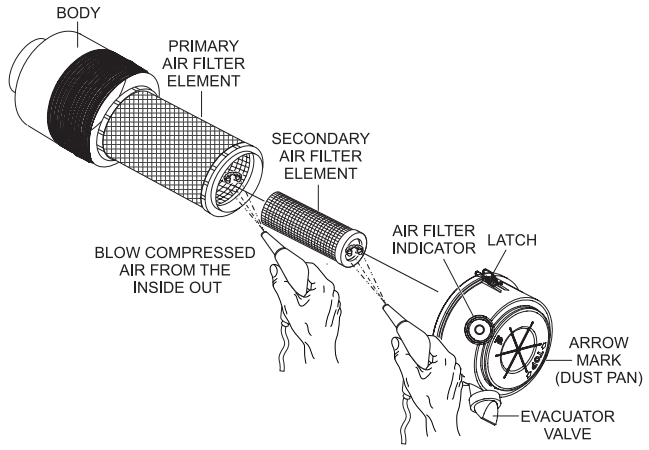

Figure 50. Engine Air Cleaner
This Isuzu diesel engine is equipped with a replaceable, high-density, paper air cleaner element (Figure 50). The air cleaner is also equipped with an inner (secondary) element that is used as a backup filter should the primary element become damaged. Check the air cleaner daily or before starting the engine. Replace the air cleaner as needed.
1. Release the latches that secure the cover to the air cleaner body (Figure 50).
2. Remove the **air cleaner cover** (Figure 50) and set it aside.
3. Remove both the primary and secondary air cleaner elements (Figure 50).
5. To clean the **primary element** (paper air filter) as shown in Figure 50, tap the filter element several times on a hard surface to remove dirt, or blow compressed air, not to exceed 30 psi (207 kPa, 2.1 kgf/cm^2), through the filter element from the inside out.
8. Clean the inside of the **air cleaner body** (Figure 50).